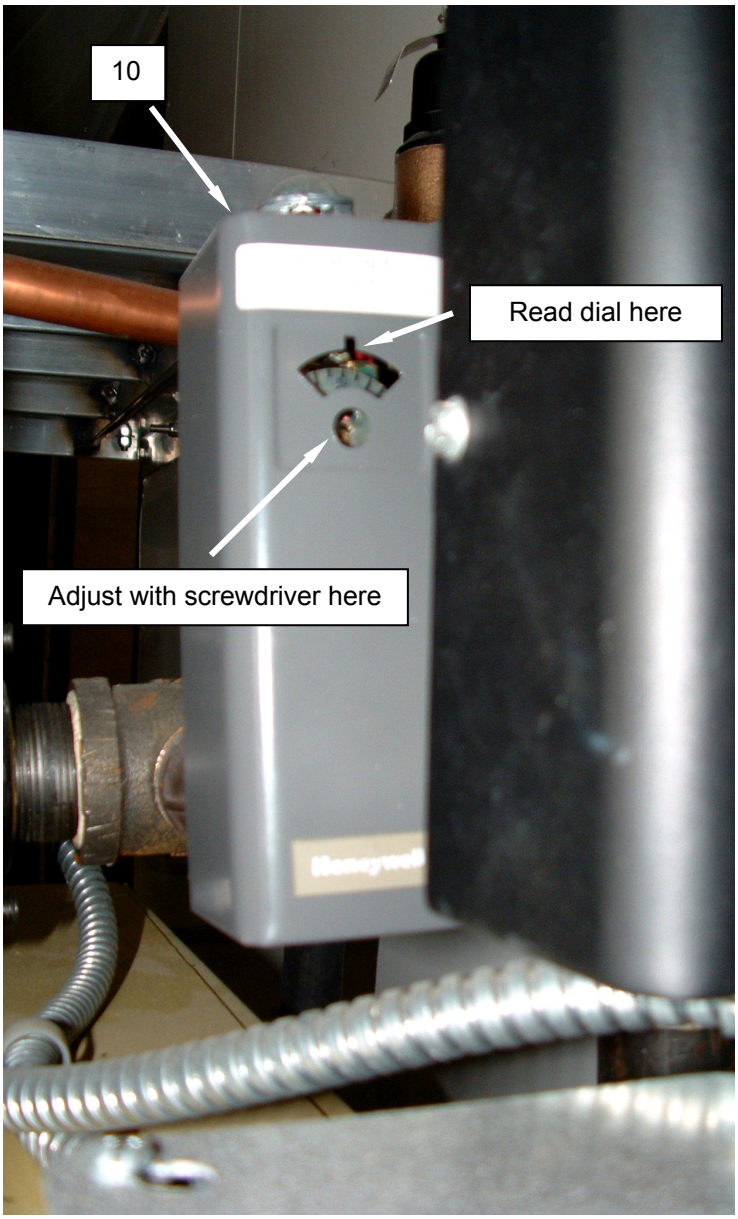

Figure 10. Adjust the High Temperature Cutout.
2. Ensure the dial **(Figure 10, Item 10)** has been set for approximately 210 ^{o}F.